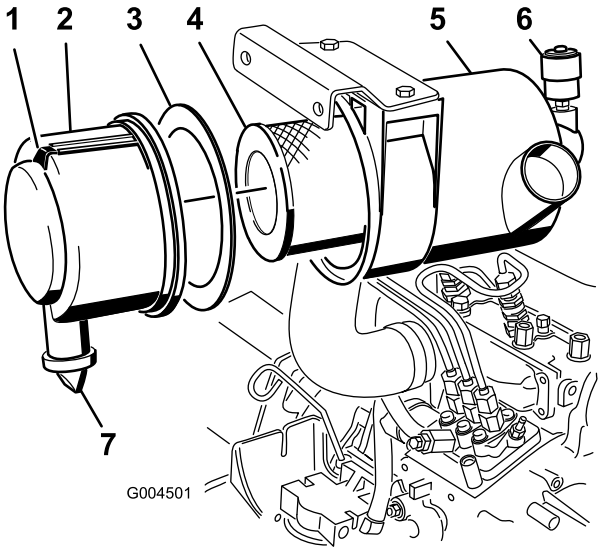

Figur 39
2. Efterse luftfilteret, når advarselslampen for luftfilter (Figur 39) lyser rødt eller for hver 450. driftstime (hyppigere under ekstremt støvede eller snavsede forhold). Udfør ikke for mange serviceeftersyn på luftfilteret.
1. Træk låsen udad, og drej luftfilterdækslet mod uret (Figur 39).
2. Fjern dækslet fra luftfilterhuset (Figur 39).
4. Afmonter og udskift primærfilteret (Figur 39).
6. Kontroller, at skumpakningen sidder på plads i dækslet, samt at den ikke er revet eller beskadiget (Figur 39).
A. Afmonter gummiudløbsventilen i dækslet (Figur 39).
10. Nulstil advarselslampen (Figur 39), hvis den lyser rødt.